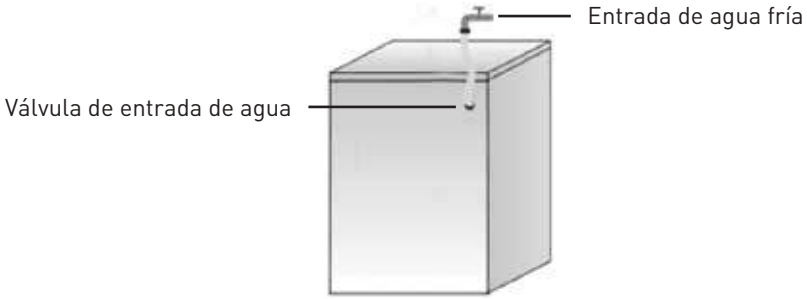

Fig. 1
• Conecte el tubo de entrada al grifo de agua fría y a la válvula de entrada situada en la parte trasera del aparato, como en la Fig. 1